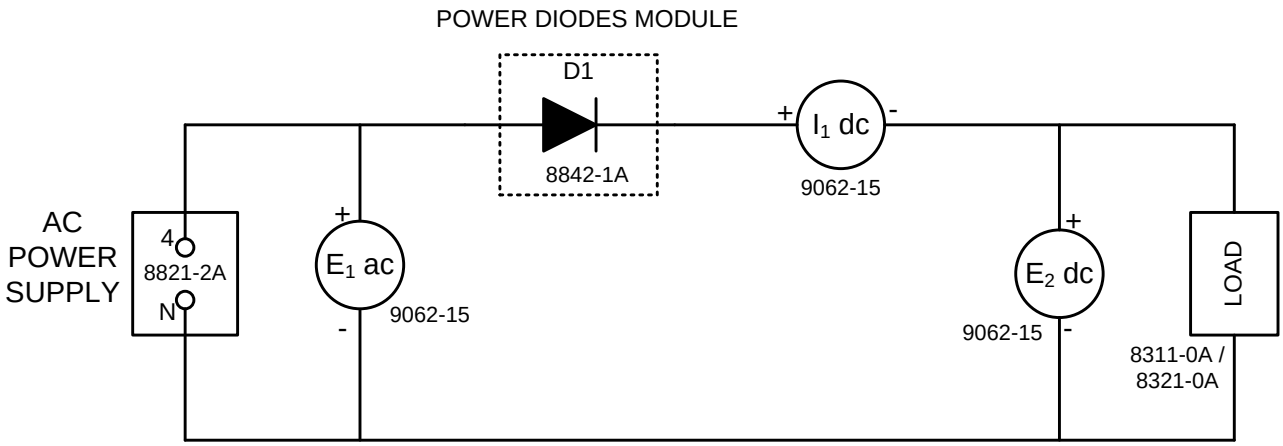

Figure 1
2. Set up the circuit of Figure 1 using resistive load (8311-0A).